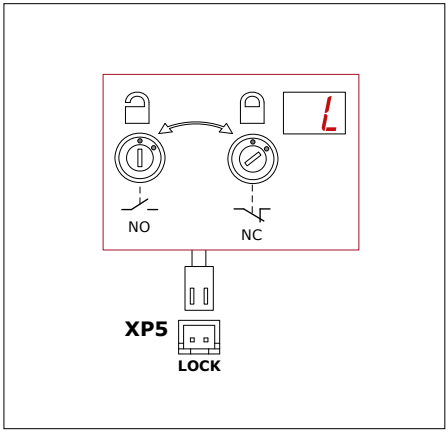

Figure 14
Pour exclure l'accès général à la commande de la porte, au **connecteur XP5** (LOCK), qui est installé sur le boîtier du bloc (Figure 4), un interrupteur à clé (**Figure 14**) est branché. À l'aide de la clé, l'interrupteur est mis en position (NC) dans laquelle les commandes des dispositifs de commande (boutons du bloc, interrupteurs de commande, télécommandes et autres) sont bloquées ; soit dans la position (NO) où la commande est autorisée.